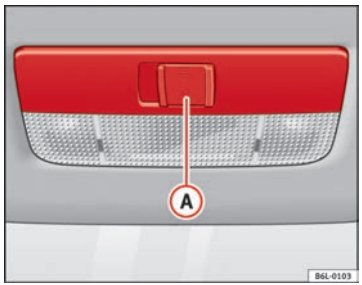

Fig. 61 Revestimiento interior del techo: iluminación delantera del habitáculo
Con el mando (A) ⇒ fig. 61 puede seleccionar las siguientes posiciones:
Desplazar el conmutador a la posición O ⇒ fig. 61.